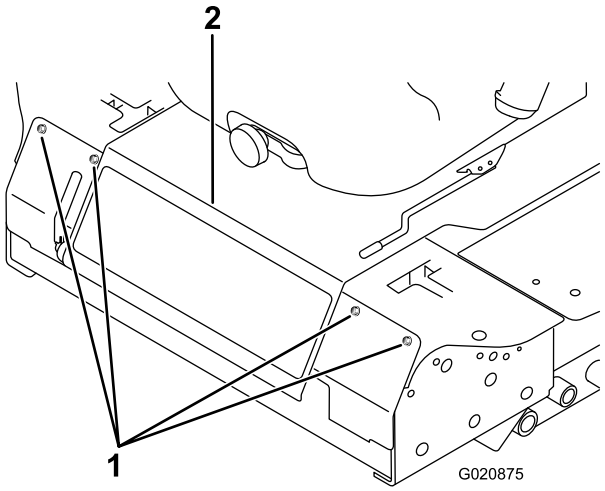

Figur 58
3. Fjern de bolte, der fastgør frontpanelet, og tag panelet af (Figur 58).